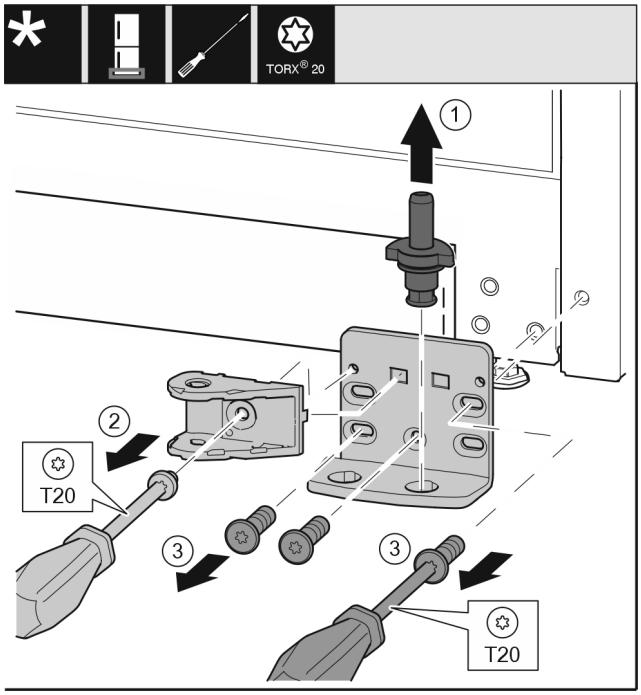

Fig. 22
- ▶ Pull the bearing bolt *Fig. 22 (1)* out upwards completely.
- ▶ Use screwdriver to unscrew the screw *Fig. 22 (2)* and remove the closing damper connection.
- ▶ Use screwdriver to unscrew the screws *Fig. 22 (3)* and remove the swap bearing block.